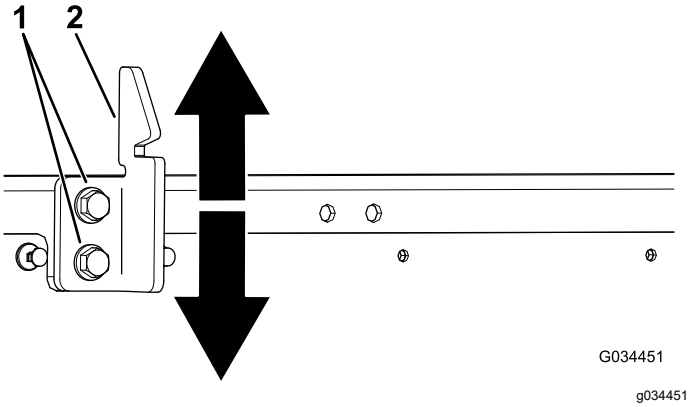

Figur 67
3. Løsn de 2 bolte på ladets låsestykke, og flyt låsestykket op eller ned, afhængigt af om låsestykket er for højt eller for lavt (Figur 67).
4. Stram de 2 bolte på ladets låsestykke (Figur 67).